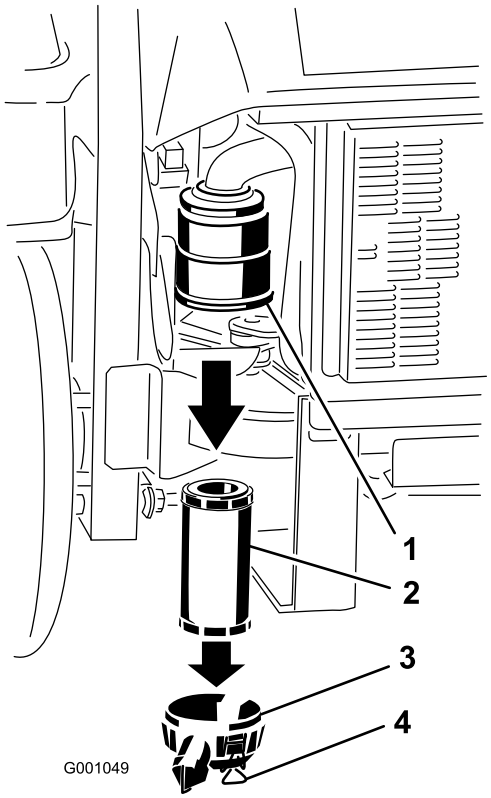

Figur 43
3. Åpne låsene på luftrenserdekslet og trekk luftrenserdekslet av luftrenserkroppen (Figur 43).
5. Skyv filteret forsiktig ut av luftrenserhuset (Figur 43). Pass på at filteret ikke slår bort i luftrenserkroppen.